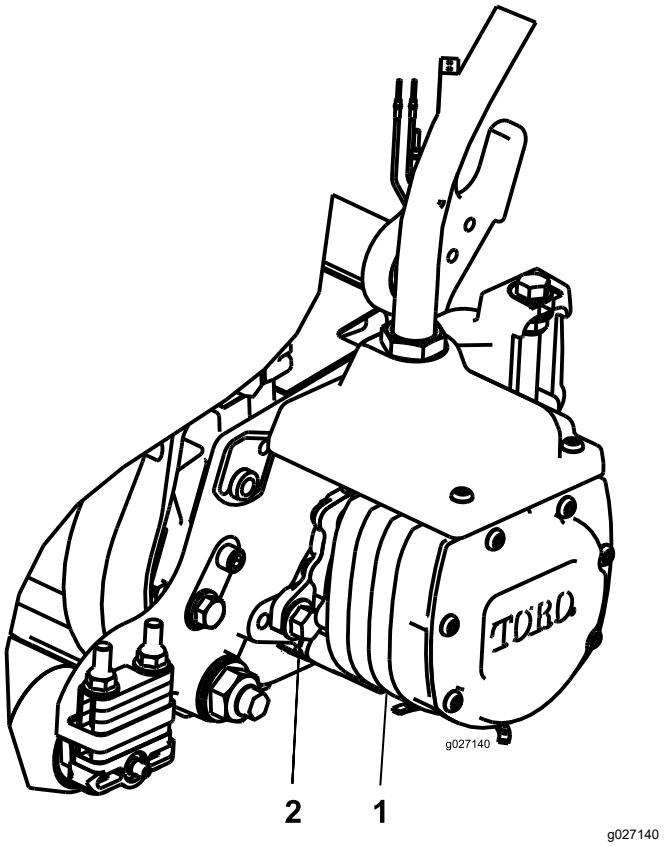

Figuur 24
3. Lijn de motor uit met de maai-eenheid zodat u de flenzen van de motor voorbij de bouten kunt brengen; doe dit rechtsom (Figuur 24).